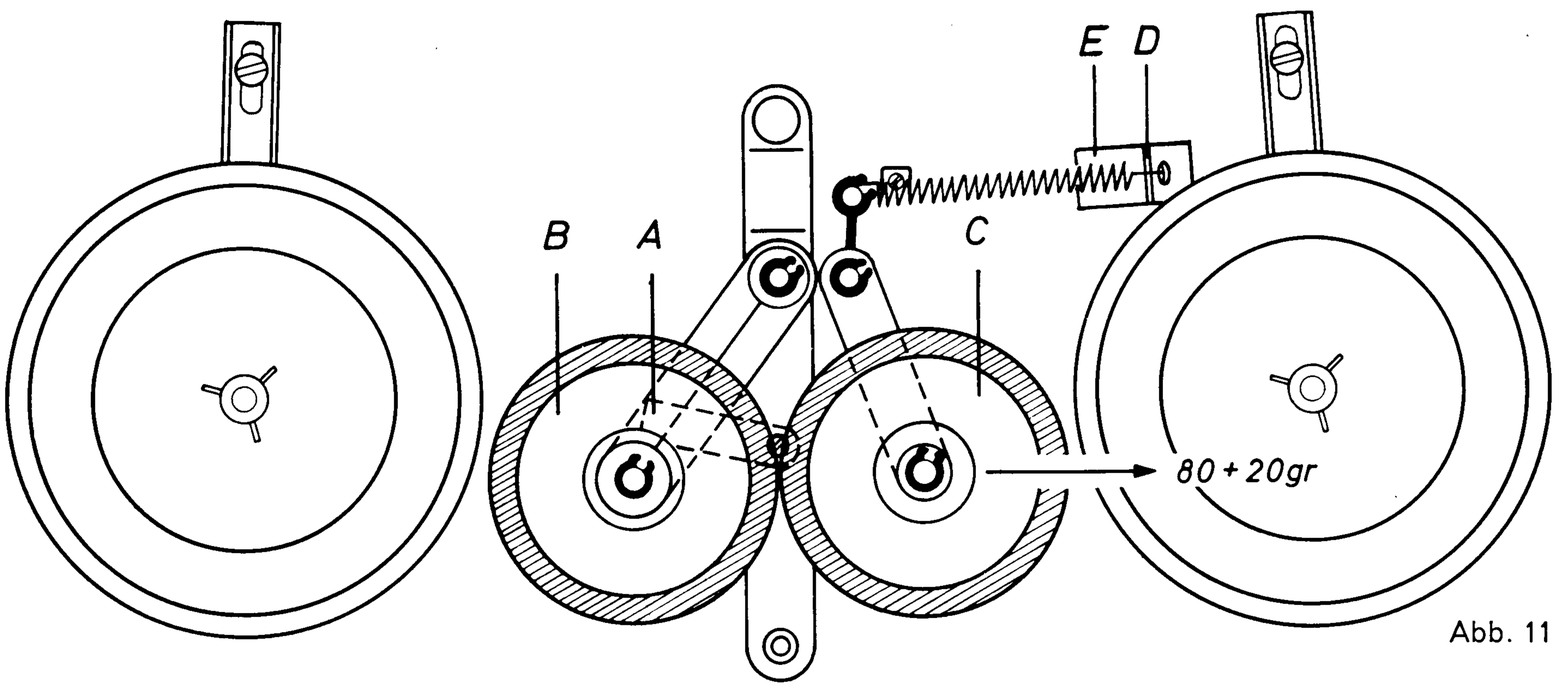

Abb. 11
7. Schneller Vor- und Rücklauf (siehe Abb. 11)